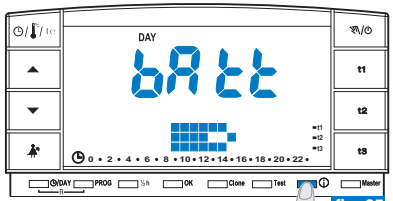
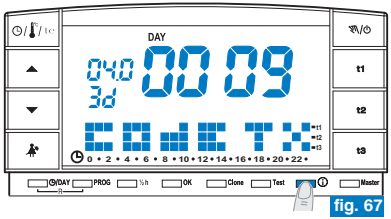

fig. 65
fig. 67
- Desde la pantalla anterior pulsar otra vez la tecla ⓘ : en la pantalla aparecerá el nivel de carga de las pilas (ejemplo fig. 65).
- Desde la ventana anterior (fig. 65) pulsar nuevamente la tecla ⓘ : en pantalla aparecerá el número de serie que es transmitido por el cronotermostato cada vez que se produce una transmisión de datos (ejemplo fig. 67).